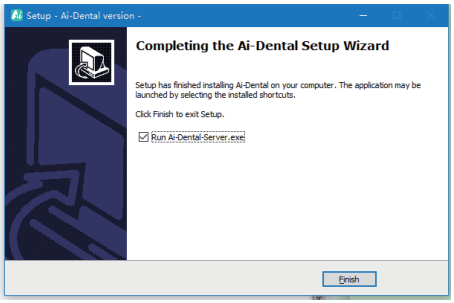

Figure 10
i) After the software is installed, click the “Finish” button, as shown in Figure 10: